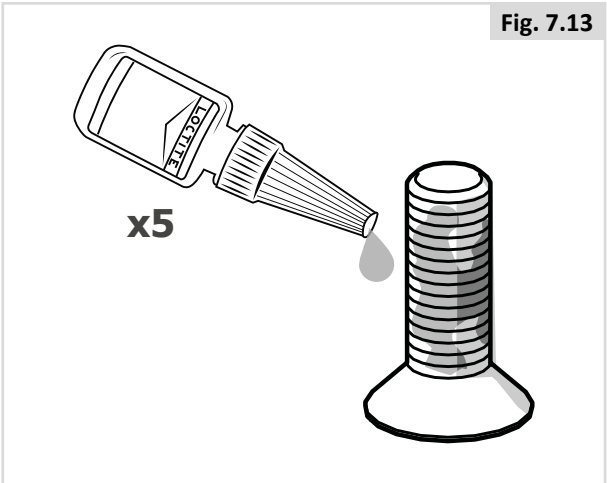

Fig. 7.13
8. Appliquez de la Loctite 222 (ou un produit équivalent) sur les vis (Fig. 7.13).